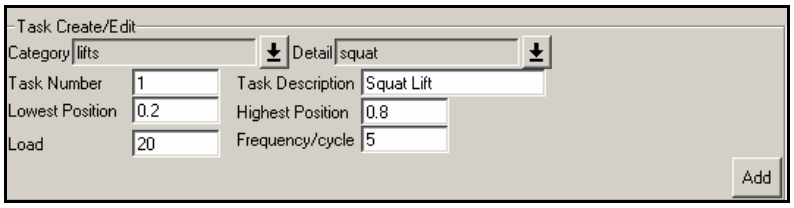

Figure 1 – *Task information*
- **Figure 1** summarizes the information entered.